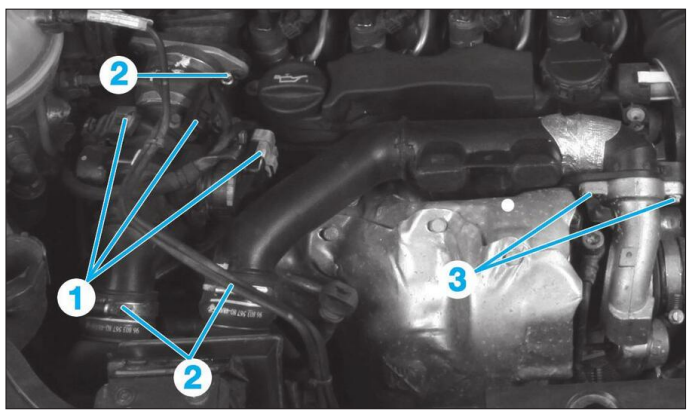
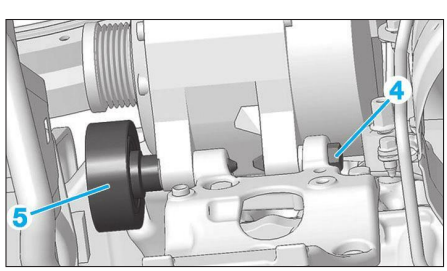
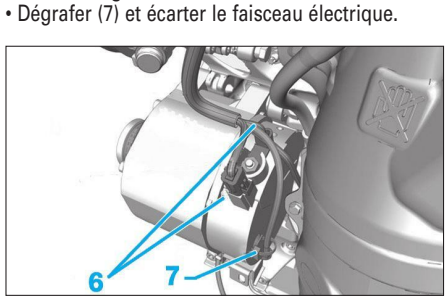
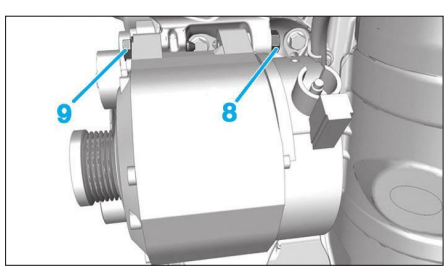

**Fig. 1**
**Fig. 2**
**Fig. 3**
**Fig. 6**
• Débrancher les connecteurs (1) **(Fig.1)**.
- les différents colliers (2),
- les deux vis (3),
• Desserrer la vis de fixation inférieur (4) de l'alternateur de trois tours **(Fig.2)**.
• Déposer le galet enrouleur inférieur (5).
• Déconnecter les différents connecteurs (6) de l'alternateur **(Fig.3)**.
• Dégrafer (7) et écarter le faisceau électrique.
• Desserrer la vis de fixation (4) inférieur de l'alternateur de trois tours **(Fig.2)**.
• Déposer le galet enrouleur (5) inférieur.
• Dégrafer et écarter le faisceau électrique (7).
• Desserrer la vis supérieur (8) **(Fig.6)**.
• Dépose la vis (9).